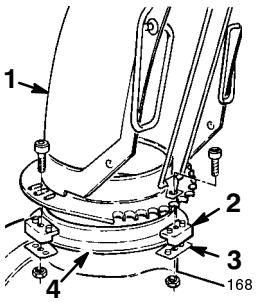

Figure 6
1. Apply a light coat of low-temperature grease to the chute ring (Fig. 6).
2. Set the discharge chute (open side forward) onto the auger/impeller discharge opening so that the plastic chute retainers are on the chute ring (Fig. 6).
4. Tighten the machine screw and the locknut on the left side to position the chute retainer plate against the plastic chute retainer and to secure the discharge chute to the chute ring (Fig. 6).
5. Push the chute retainers on the right side toward the discharge chute and tighten the machine screw (Fig. 6).
6. Ensure that the chute rotates freely on the ring. If the chute binds, move the right hand retainer outward (Fig. 6).